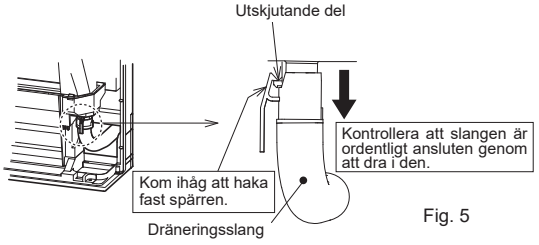

Fig. 5
- För in dräneringsslangen helt ned i botten på dräneringstråget (slutkoppling). (Fig. 5)